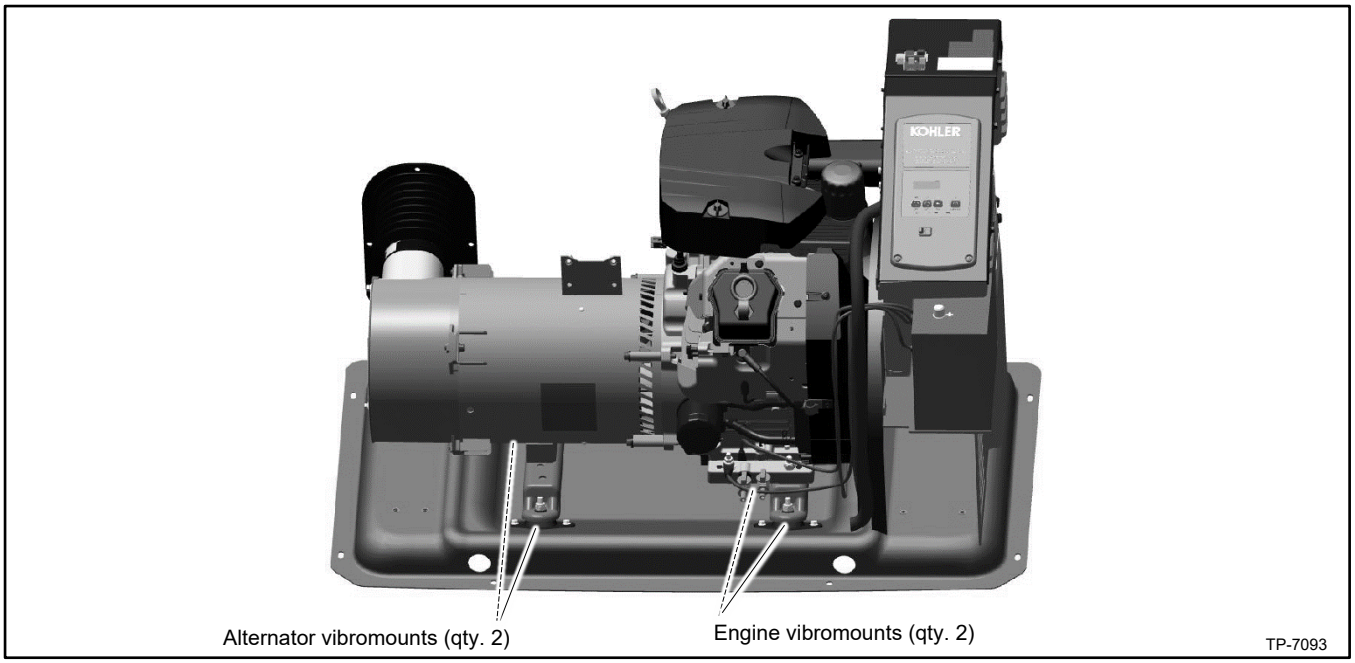

Figure 115 Vibromounts
22. Remove the bolts securing the two alternator vibromounts to the skid. Loosen, but do not remove, the two engine vibromounts. See Figure 115.